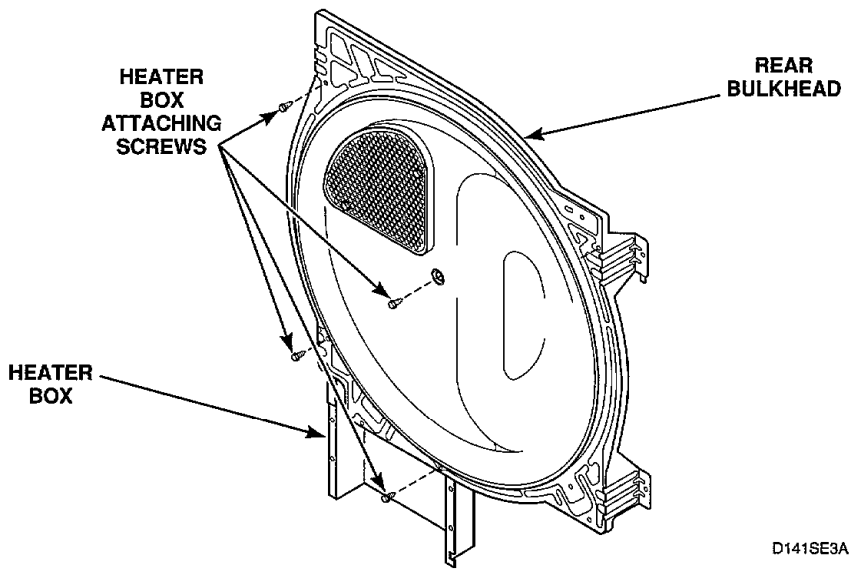

Figure 43
n. To remove heater box from rear bulkhead, refer to *Figure 43.*